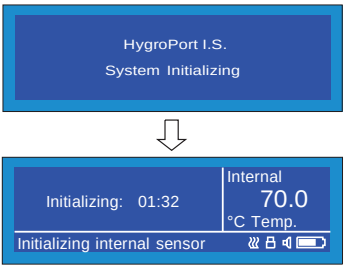

Figure 4.2 Initialization mode
3. Turn the instrument on using the rear mounted ON/OFF switch (item 3 in *Figure 2.1).* The instrument display will now illuminate, initially showing the start-up screen, followed by the initialization screen (see *Figure 4.2)*.
4. Turn the instrument on using the rear mounted ON/OFF switch (item 3 in *Figure 2.1).* The instrument display will now illuminate, initially showing the start-up screen, followed by the initialization screen (see *Figure 4.2).*